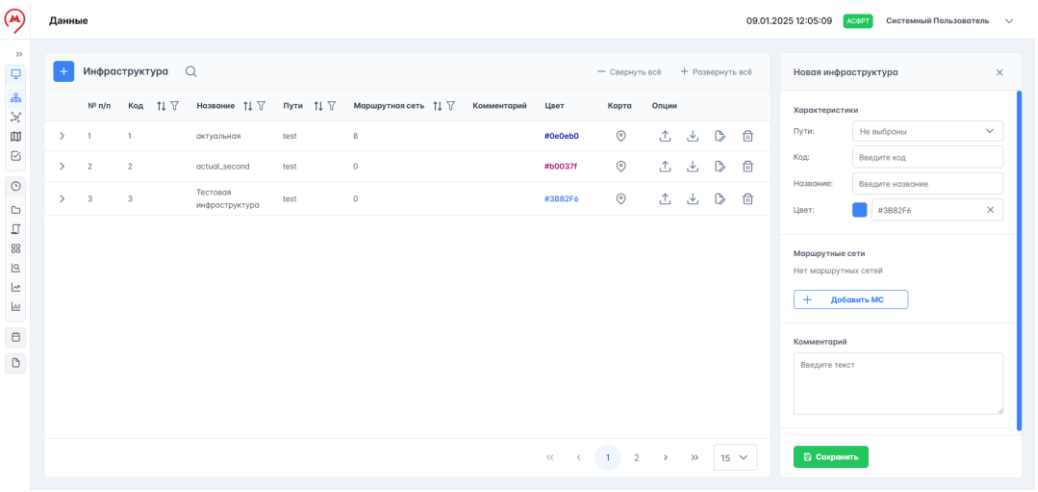

Рисунок 11 – Создание новой инфраструктуры
1. Нажать на  слева от названия страницы на панели управления, справа от таблицы данных откроется окно создания новой инфраструктуры (рисунок 11).